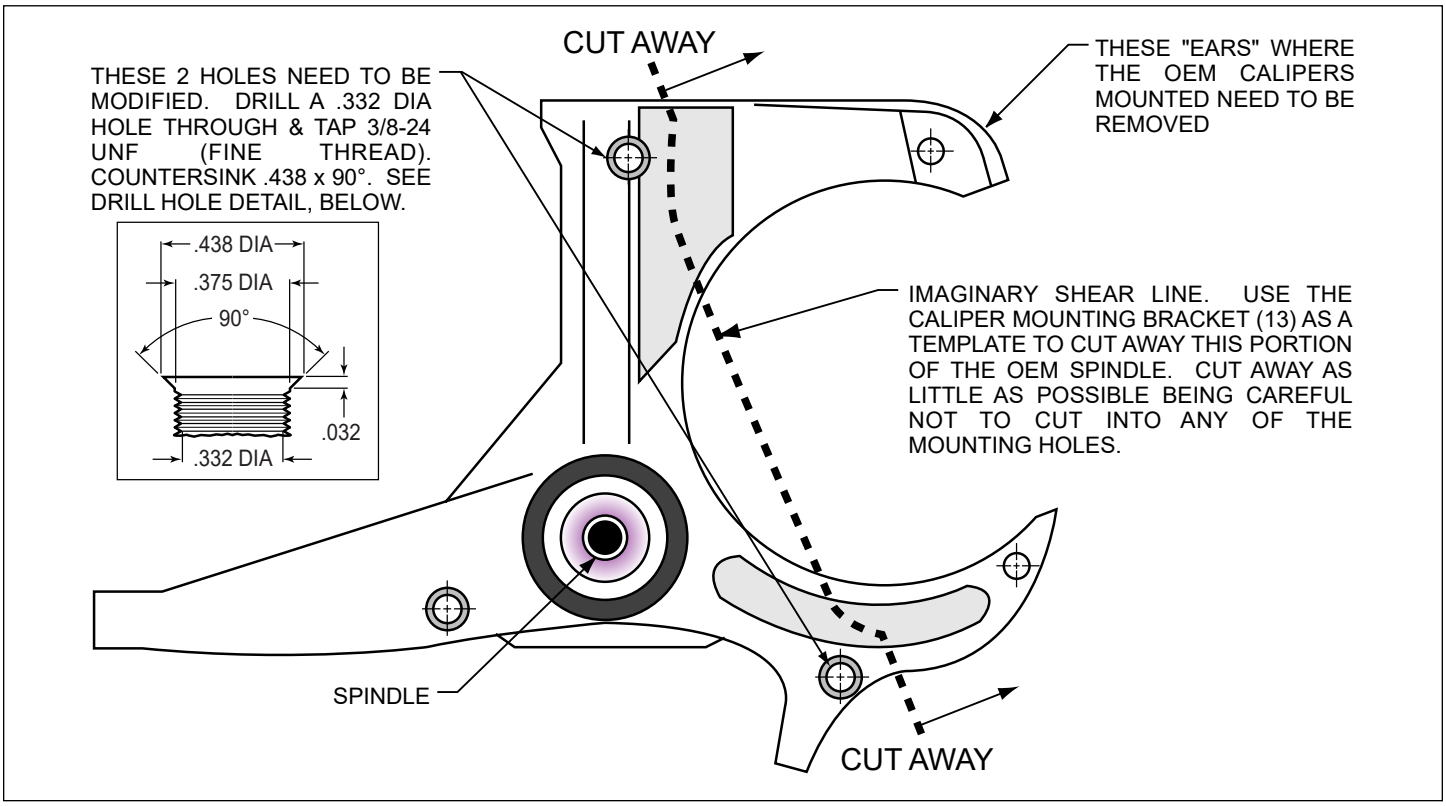

Figure 2. Steering Arm / Spindle Modifications
The two stock holes that will be used to mount the caliper mounting bracket (1) need to be modified (Figure 2). Drill a .332 diameter hole through both holes, then tap 3/8-24 UNF (fine thread). Countersink the holes to .438 x 90°. The "ears" that protrude to form a "C" shape need to be removed to facilitate the installation of the Wilwood caliper (16). Using the caliper mounting bracket (1) as a template, mark two cut marks on the steering arm. Remove as little as necessary from the "C" shape, being careful not to cut away any of the mounting holes required to bolt on the flat mounting bracket (1).